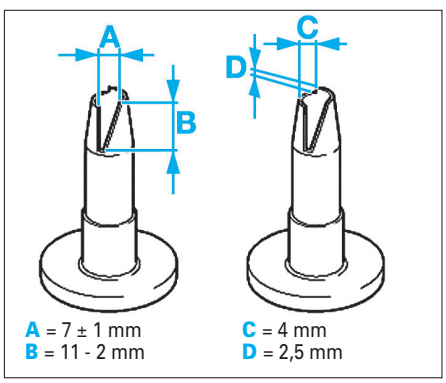

FIG. 8
• Préparer la buse comme illustré **(Fig.8)**.